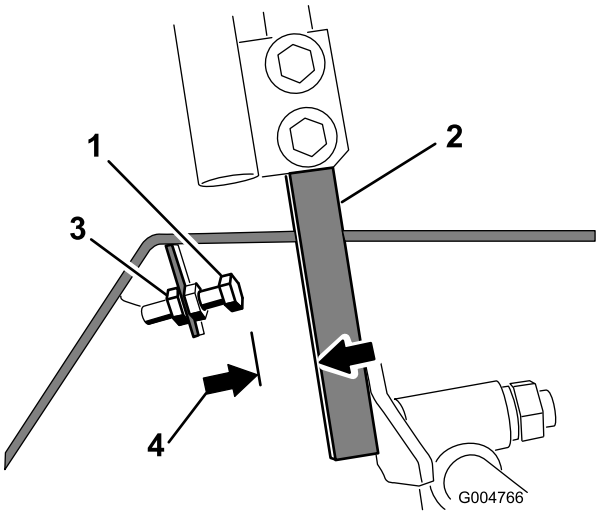

Figur 60
4. Løsne låsemutteren på stoppebolten for en av kontrollspakene (Figur 60).